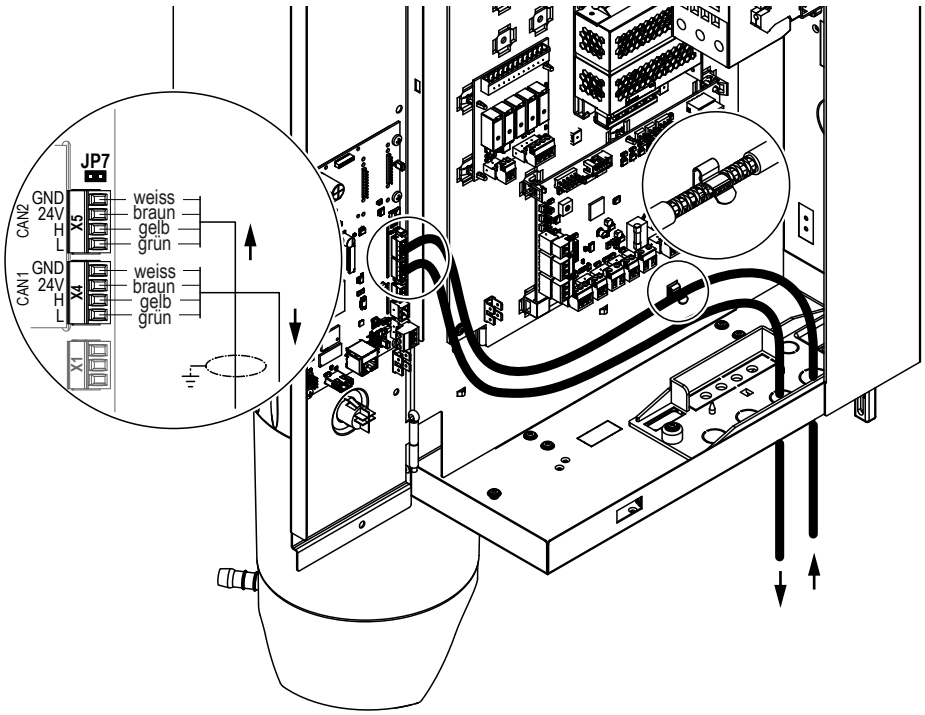

Abb. 33: Anschluss CAN-Bus-Kabel / Abschirmung
2. Schliessen Sie alle Geräte im "Geräteverbundsystem" mit den mitgelieferten vorkonfektionierten CAN-Bus-Kabeln gemäss dem Schema in *Abb. 31* und *Abb. 33* an.
- Klemmen Sie die freigelegte Abschirmung des vorkonfektionierten CAN-Bus-Kabels, das vom vorherigen Gerät kommt, wie in *Abb. 33* gezeigt, in den Klemmhalter im Steuerkasten des Befeuchters.
- Schliessen Sie das/die CAN-Bus-Kabel, wie in *Abb. 33* gezeigt, an den entsprechenden Klemmenblock auf der Steuerplatine jedes Geräts an (eingehende Kabel an "X5" und abgehende Kabel an "X4") .